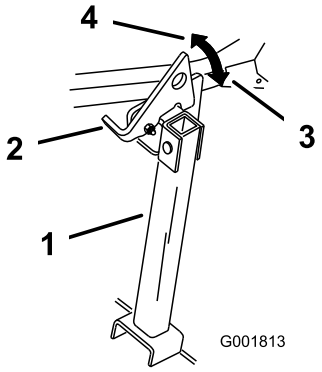

**Figuur 35**
2. Zet de vergrendeling omhoog in de ontgrendelde stand (Figuur 35).